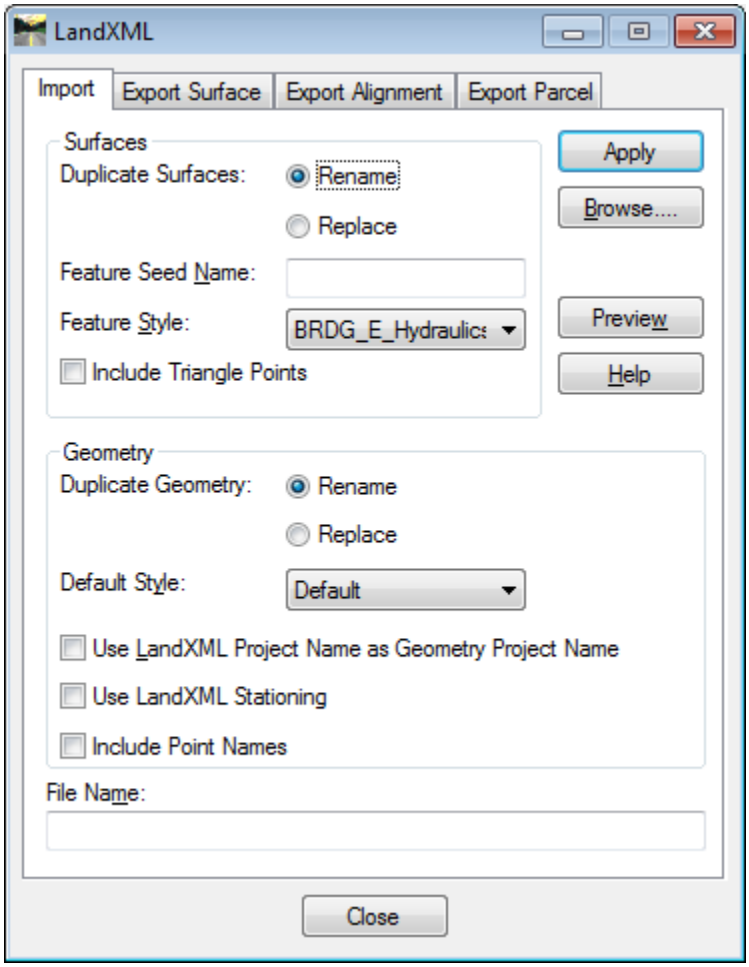

Figure L13-11 LandXML
30.	Select **File ► Translators ► LandXML Translator** and the **LandXML** dialog opens as shown in *Figure L13-11*.